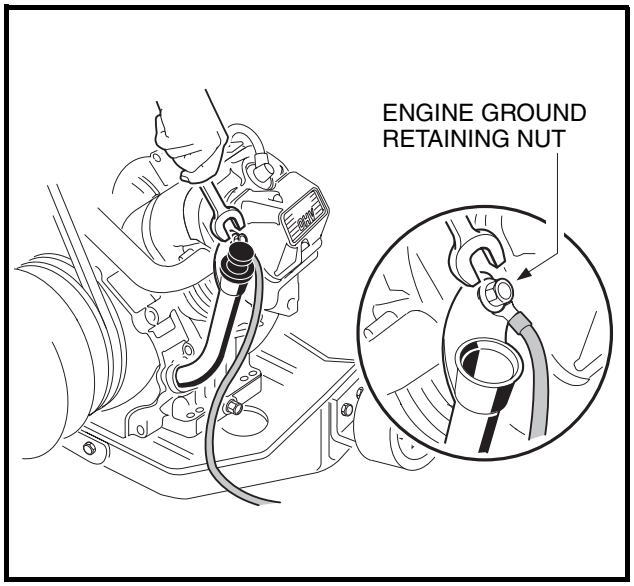

Figure 16-14 Engine Ground Wire
4.6. Remove retaining nut and disconnect the engine ground wire from the oil filler tube mounting bracket **(Figure 16-14, Page 16-9)**.